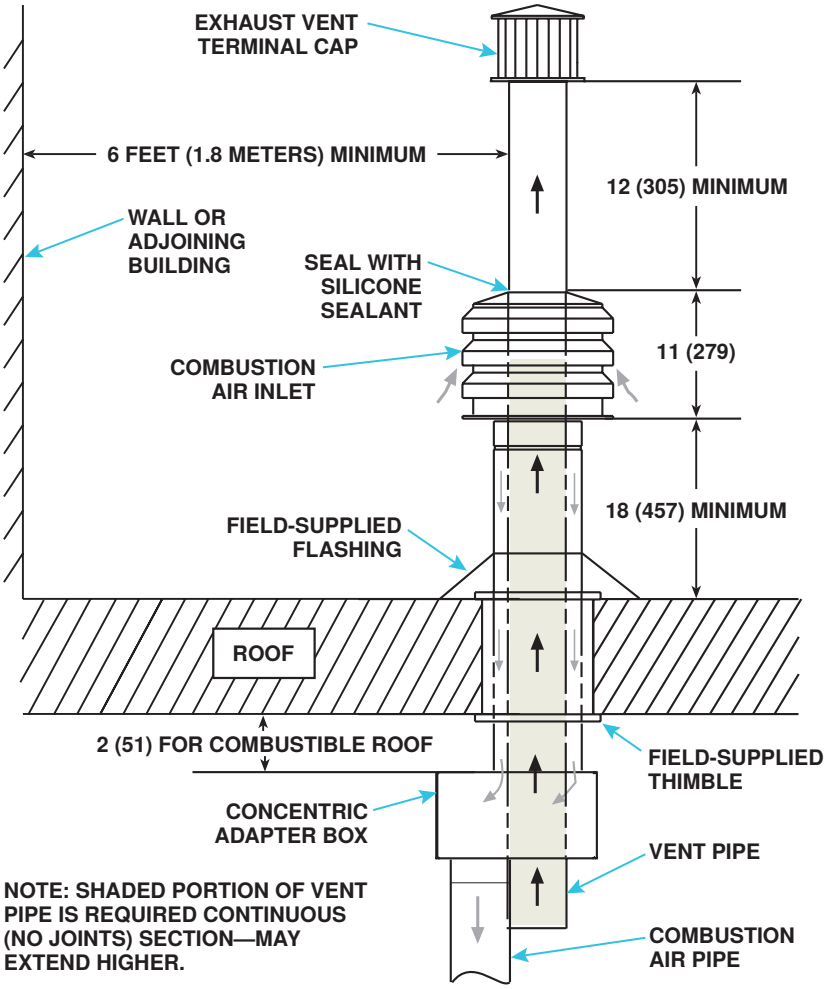

Figure 18. Option CC2 Installation
b. Select location away from fresh air intakes, allowing space for concentric adapter box inside. Vent terminal must be located away from adjacent buildings as shown in **Figure 18**.
11. Verify compliance with **Figure 18** and with all specific venting requirements listed above.